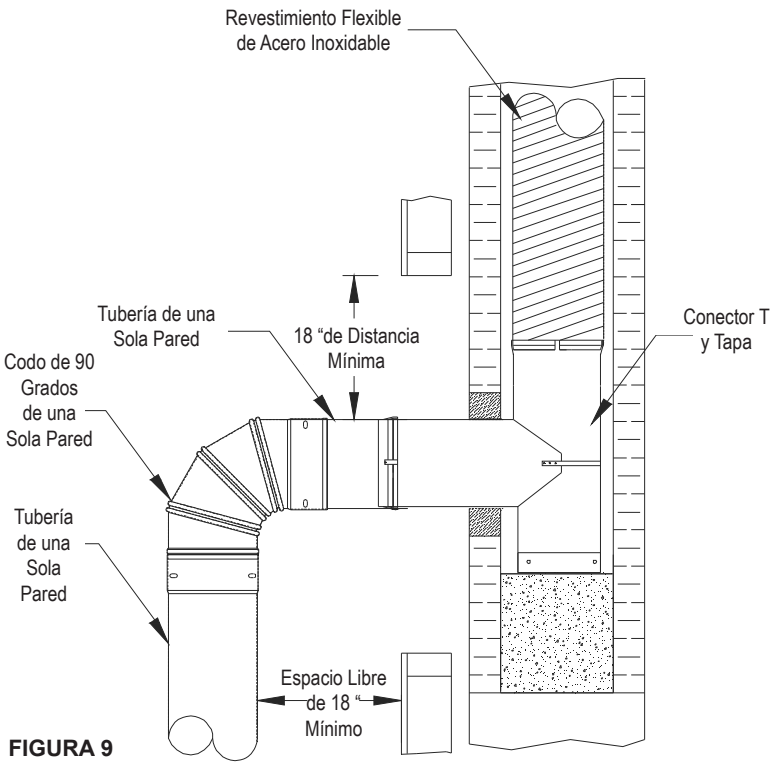

FIGURA 9
- A menos que esté certificado para autorizaciones menores, requisitos del Código para tubo de conexión no aislado de pared y combustible desprotegido el material no debe ser menor de 18 "(457 mm), ver también la FIGURA 9. Verifique los códigos locales para conocer las restricciones y requisitos. La tubería de doble pared Modelo DCC o DSP se puede instalar en un espacio libre reducido de 6" con la instalación del adaptador de mampostería. Seguir las instrucciones de instalación suministradas con la tubería de doble pared DCC o DSP.